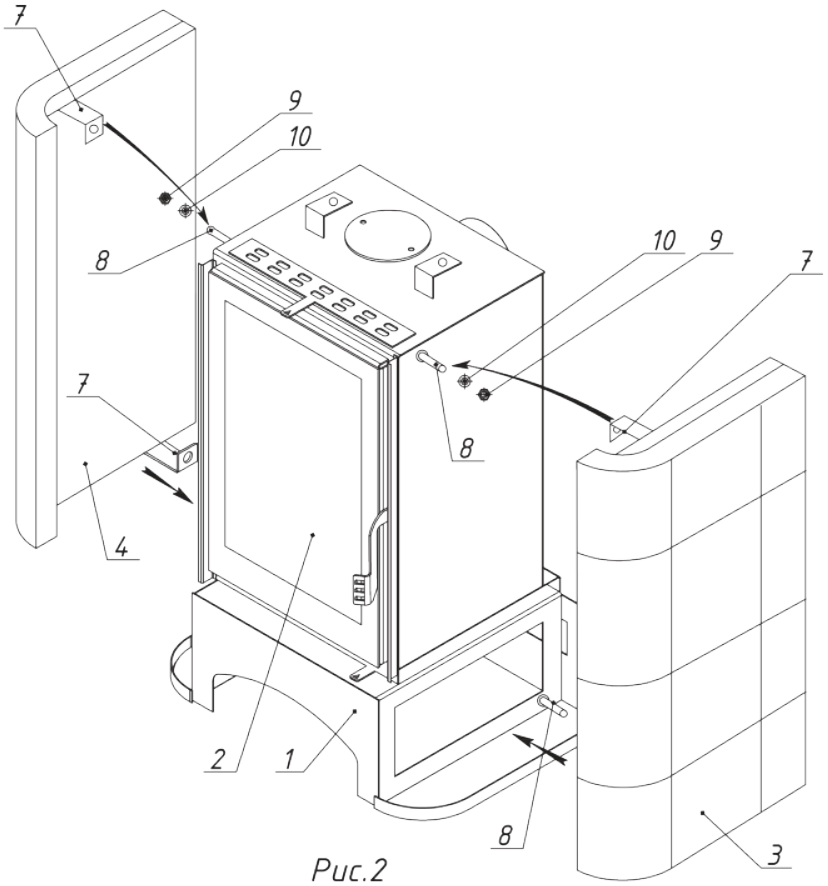

Рис.2
2. Боковые панели 3,4 крепятся кронштейнами 7 к винтам 8 на топке 2 и основании 1 шайбой, гайкой 10,11 (Рис. 2)